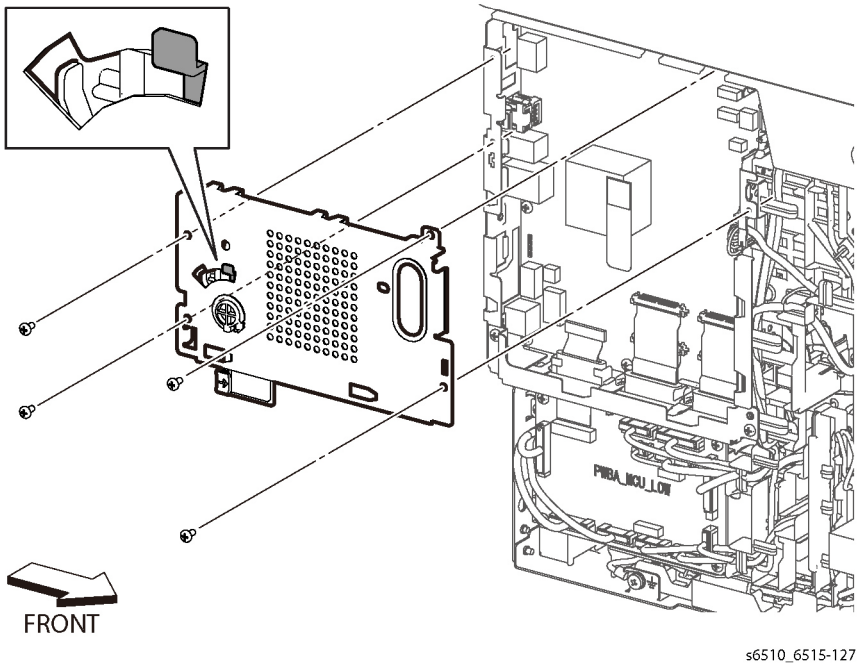

Figure 1 Remove the ESS Top Plate (SFP)
2. Refer to Figure 1 to remove the four screws (silver, M3x6mm), and remove the ESS Top Plate with the WIFI Link.